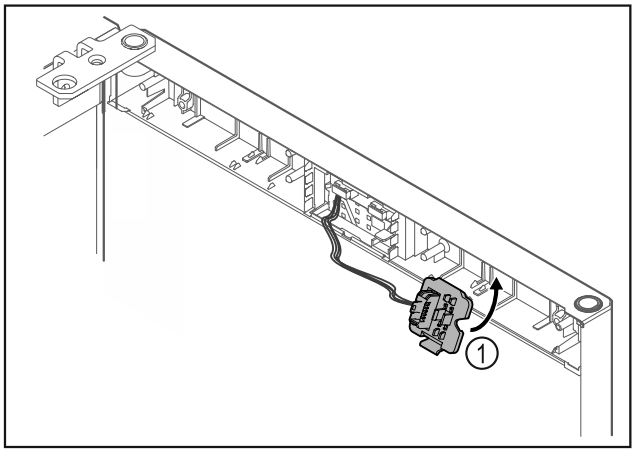

Fig. 17
▶ Encajar el soporte del conector *Fig. 17 (1)* en el lado contrario.